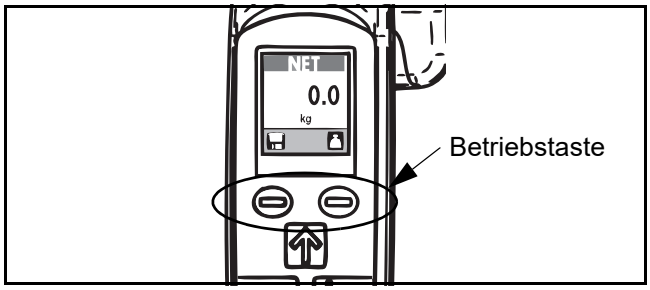

Abb. 69
1) Drücken Sie beim Einschalten beide Betriebstasten für die Waage zugleich (siehe Abb. 69).